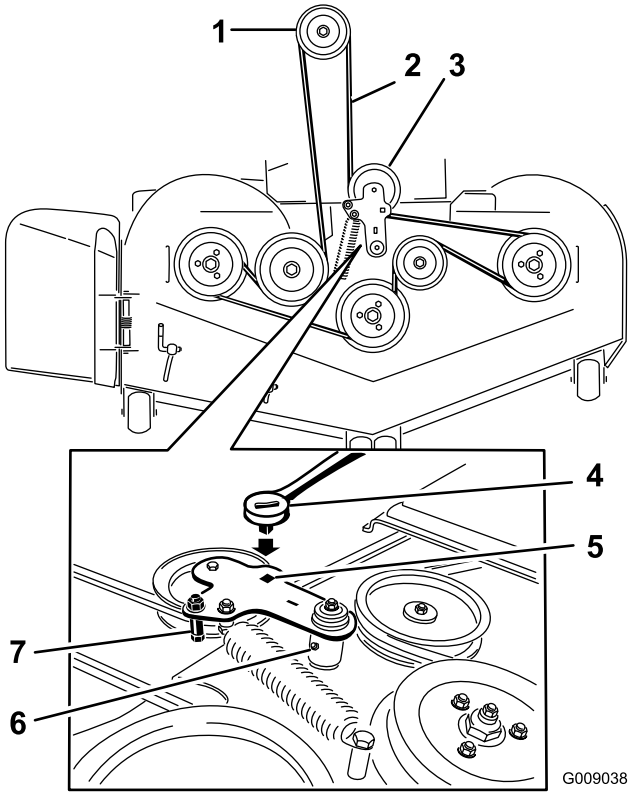

Figuur 96
6. Hef het vloerdeel op en steek een momentsleutel in de vierkante opening in de spanpoelie (Figuur 96).
7. Draai de spanpoelie van het maaidek rechtsom en verwijder de aandrijfriem van het maaidek (Figuur 96).